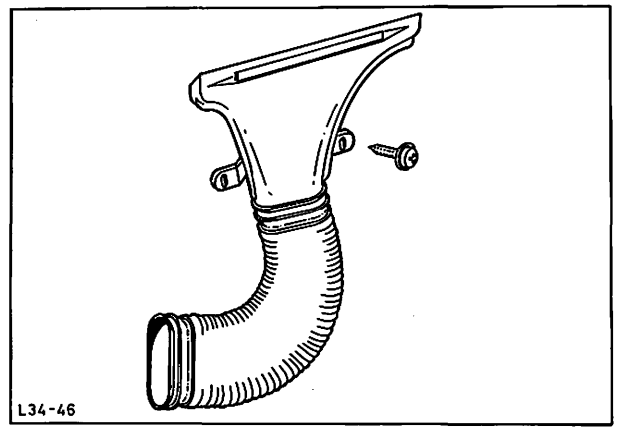

Abb. 50 Entfrosterdüse rechts ausbauen
3. Luftschlauch von der Entfrosterdüse abziehen und unter Verwendung eines abgewinkelten Kreuzschlitzschraubenziehers Entfrosterdüse ausbauen (2 Schrauben), Abb. 50.